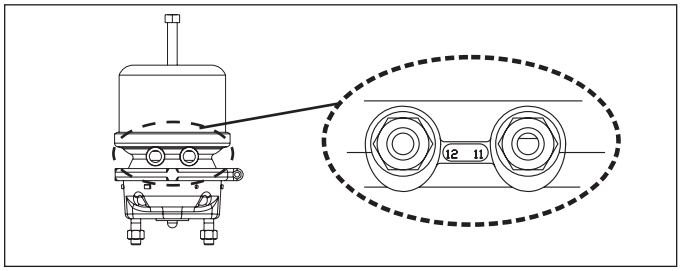

Figure 45 – Port Designations
5.4.4 Exhaust the air from the brake chambers by using the dash-mounted air control valve. With all air pressure drained from the system, disconnect the air hoses from the brake chamber. While supporting the brake chamber in position, remove and discard the brake chamber mounting nuts (*See Figure 45, arrows marked "B"*). Remove the brake chamber.